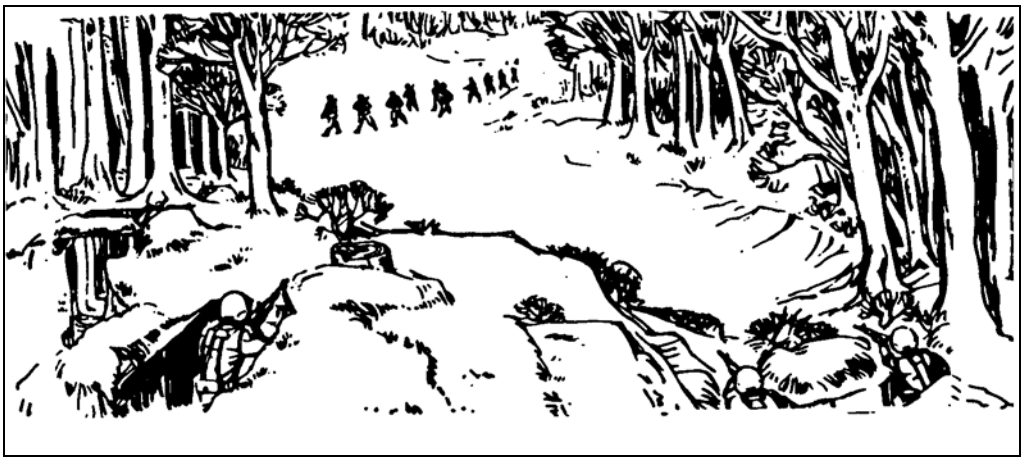

Figure 6-14. Engagement of linear targets with depth.
e. The leader can fire his rifle to identify a linear target with depth. He should not use the reference point method because showing the angle of this type of target requires at least two reference points. The grenadier engages the midpoint of this target first unless some other part of the target presents a greater threat. He moves left or right and searches to the near flank then back to the far flank (Figure 6-14, page 6-18).